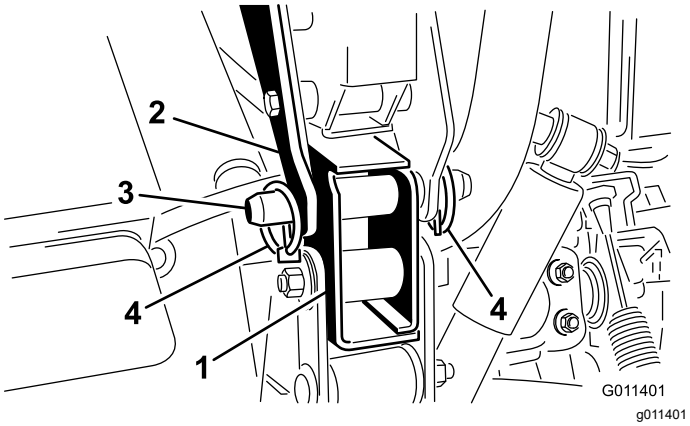

Figur 9
7. Fastgør hvert af de bageste monteringsbeslag til Workman-køretøjets stel med en gaffelbolt og 2 ringstifter (Figur 9).